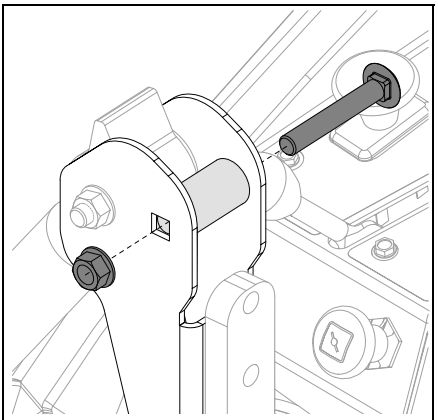

Figure 8
15. Remove hardware retaining eccentric spacers to steering control levers and remove spacers. Retain parts. See Figure 8.